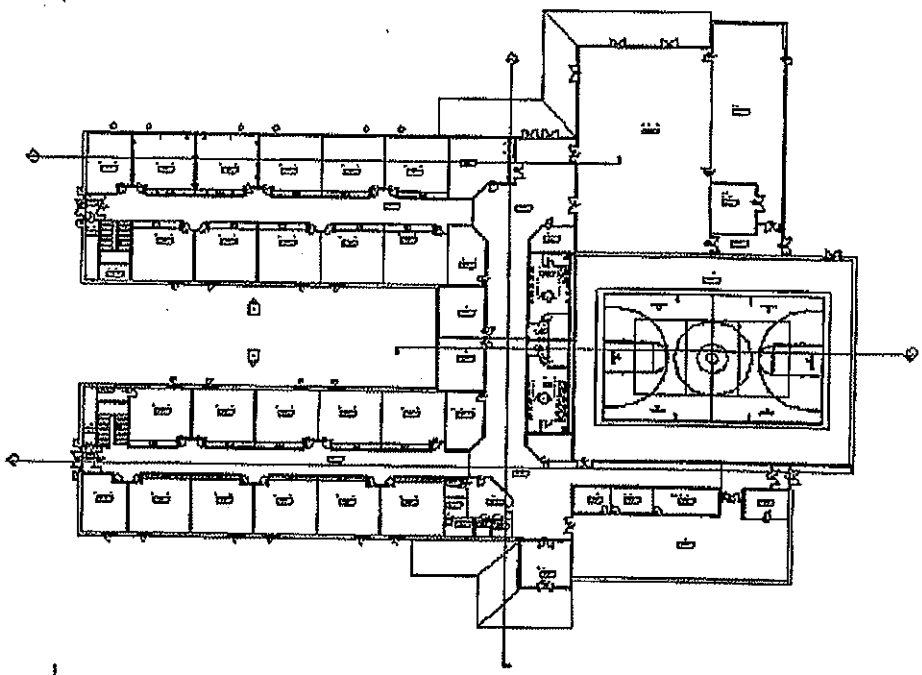

Figure 4–47
4. Draw several sections through the building, as shown in Figure 4–47.